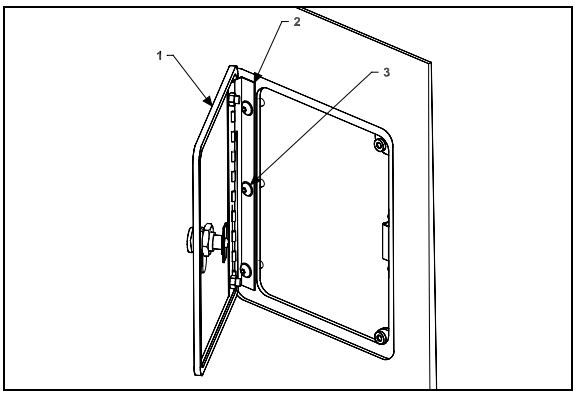

FIGURE 91: FUEL FILLER DOOR 1875003D
1. Open the fuel filler door (1, Figure 91).
2. Loosen the screws (3,Figure 91) holding the panel to hinge (2,Figure 91) assembly.